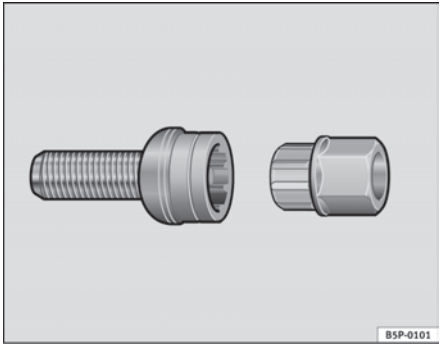

Fig. 179 Anti-theft wheel bolt ▶
– Insert the adapter onto the wheel bolt and push it on as far as it will go ⇒ page 244, fig. 179.